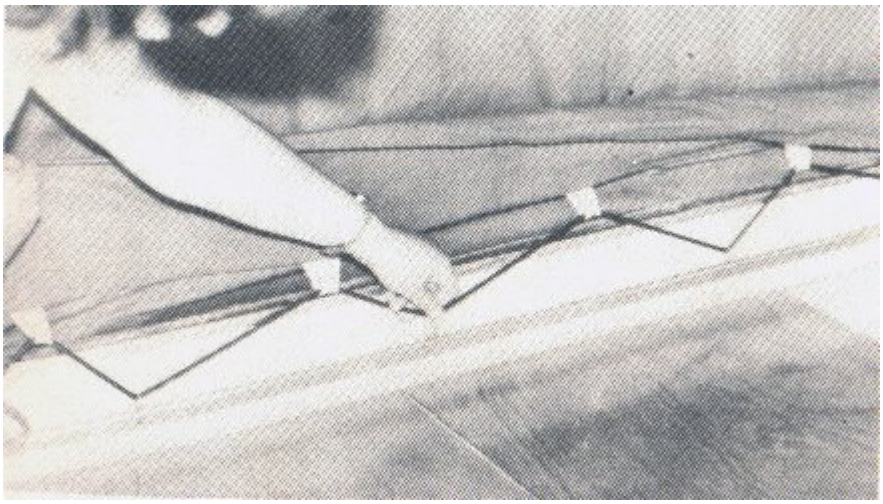

Abb. 16
4.5.6 Beiderseits der Liegefläche (Abb. 16) sowie an den Kanten des Deckels sind die Zeltseiten einzuhängen und die angebrachten Druckknöpfe aufzudrücken.